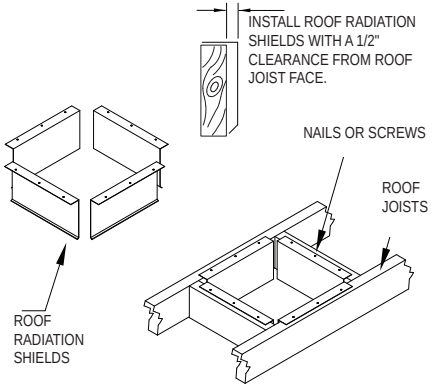

Figure 8
Note: Combustible materials will still need to be a minimum of 2" away from the chimney. Roof Radiation Shields must be installed with their face 1/2" off of the roof framing joists *(Fig 8)*. Depending upon the pitch of your roof, trim the Roof Radiation Shields with tin snips so they provide complete coverage of the roof framing exposed to the chimney. Secure the Roof Radiation Shields to the top of the framing members using at least (3) nails or screws for each shield *(Fig 8)*.